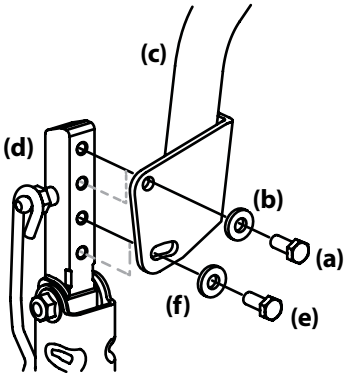

Figure 4-6
2. While supporting the drive control lever to keep it from falling, remove the hex screw (e) and flat washer (f) from the bottom of the drive control lever (c) and lower arm (d). Refer to Figure 4-6.
1. If not already loose, loosen the hex screw (e) and rotate the control lever either forward or rearward to the desired position. See Figure 4-6.